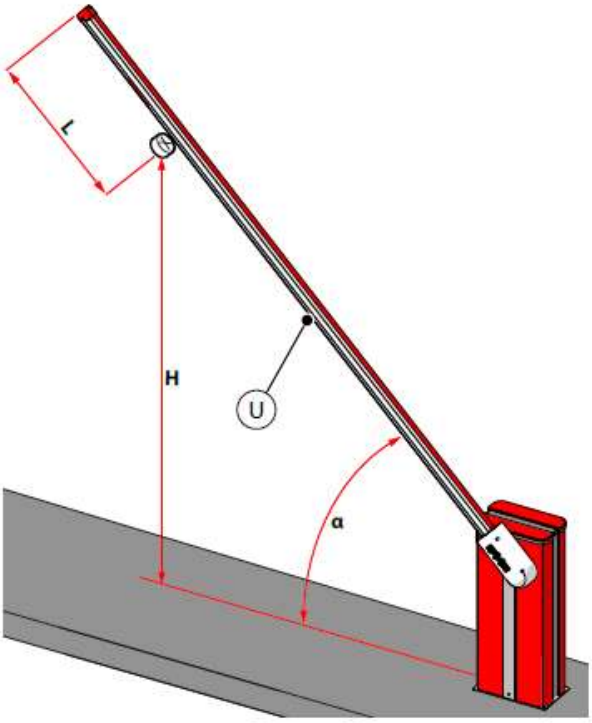
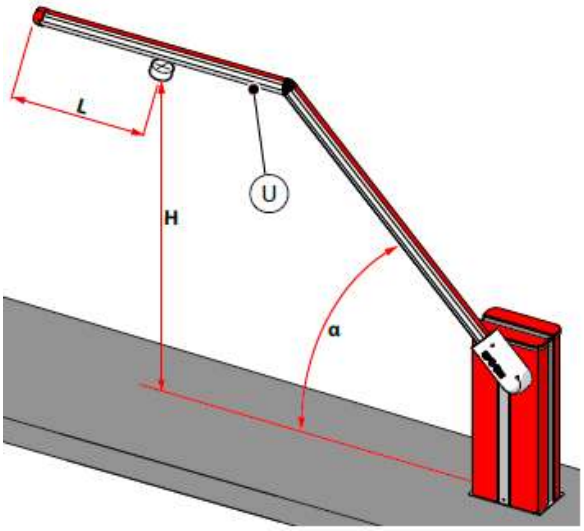

Fig. 3
Fig. 4
- Ripetere la misura tre volte in ogni punto e considerare il valore medio. (Vedi Fig.3 e Fig.4)
- Installare un dispositivo di protezione (U) conforme alla norma EN 12978 per valori delle forze superiori a quelli indicati in tabella (Vedi Fig.4).